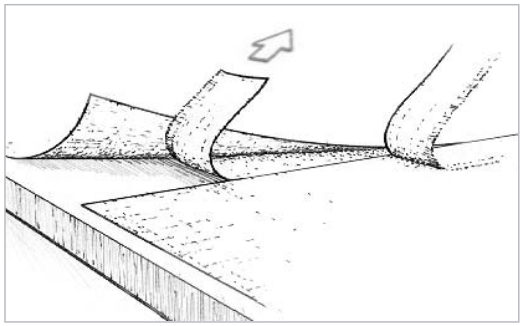

Figure 9-21 *Remove the topmost trimming. Then lift the opposite cut edge to remove the overlapped trimming.*
c) Remove the topmost trimming and then lift the opposite cut edge to remove the overlapped trimming *(Figure 9-21)*. **d)** Re-wet the underside of the raised edge with epoxy and smooth into place.